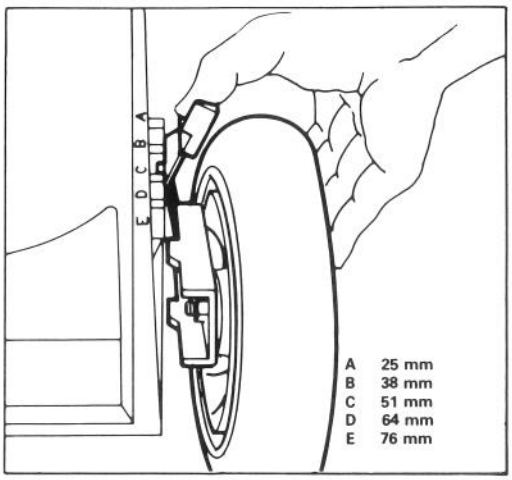

Afbeelding 14
2. Licht de huizing op, zodat het wiel van de grond is en u de hoogte gemakkelijker kunt afstellen. Druk de afstellingshefboom naar het wiel toe en zet hem op de gewenste stand (Afb. 14). Zorg ervoor dat de hefboom bij het afstellen in de inkepingen van de huizing valt. Stel alle wielen op dezelfde hoogte af.